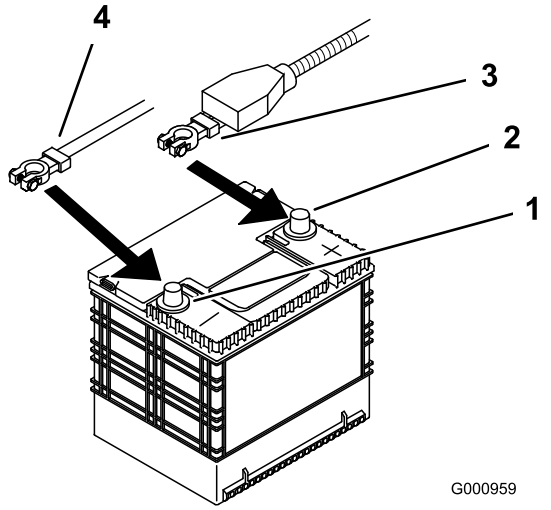

Figur 52
4. Afbryd først det negative batterikabel fra den negative (–) batteripol (Figur 52).
5. Skub den røde klemme af batteriets (røde) pluspol. Afmonter derefter batteriets (røde) pluskabel (Figur 52).
4. Fastgør kablerne med 2 bolte (1/4 x 3/4 tomme), 2 skiver (1/4 tomme) og 2 låsemøtrikker (1/4 tomme) (Figur 52).